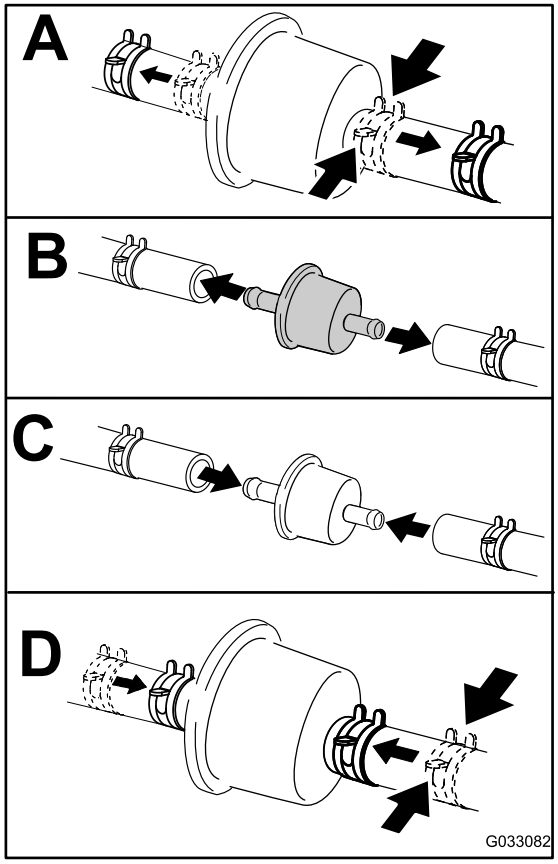

Bild 49
4. Wechseln Sie den Kraftstofffilter aus, wie in Bild 49 abgebildet.